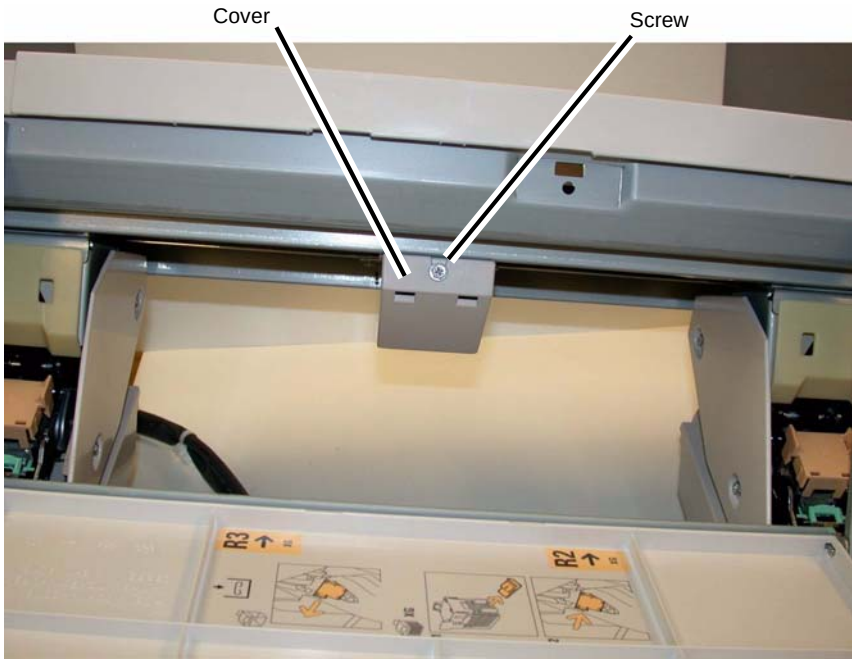

Figure 1 Removing the Cover
3. Remove the Cover for the Booklet Stapler Move Motor (Figure 1).